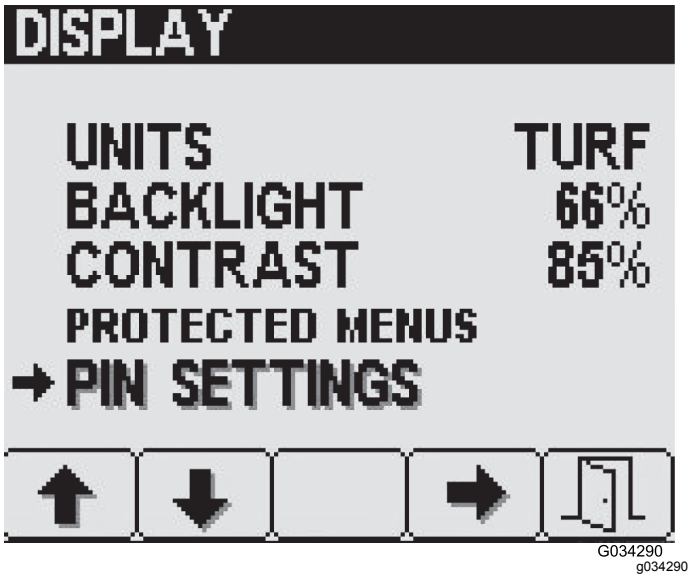

**Рисунок 31**
1. На экране Display (Дисплей) нажмите кнопку 2, чтобы перейти к пункту PIN Settings (Настройки ПИН-кода), затем нажмите кнопку выбора 4 (Рисунок 31).
1. На экране PIN Settings (Настройки PIN-кода) нажмите кнопку 2, чтобы перейти к пункту PIN Change (Изменение ПИН-кода), а затем нажмите кнопку выбора 4 (Рисунок 31).